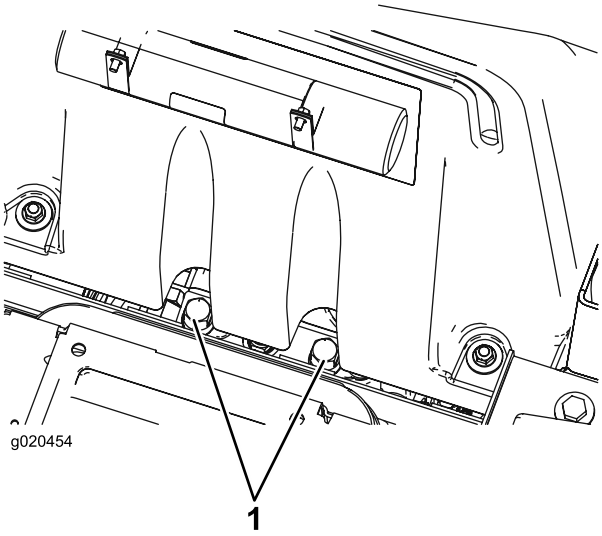

Figur 30
1. Hæv sædet, og fint omløbsventilerne. De er placeret under det forreste af brændstoftanken (Figur 30).